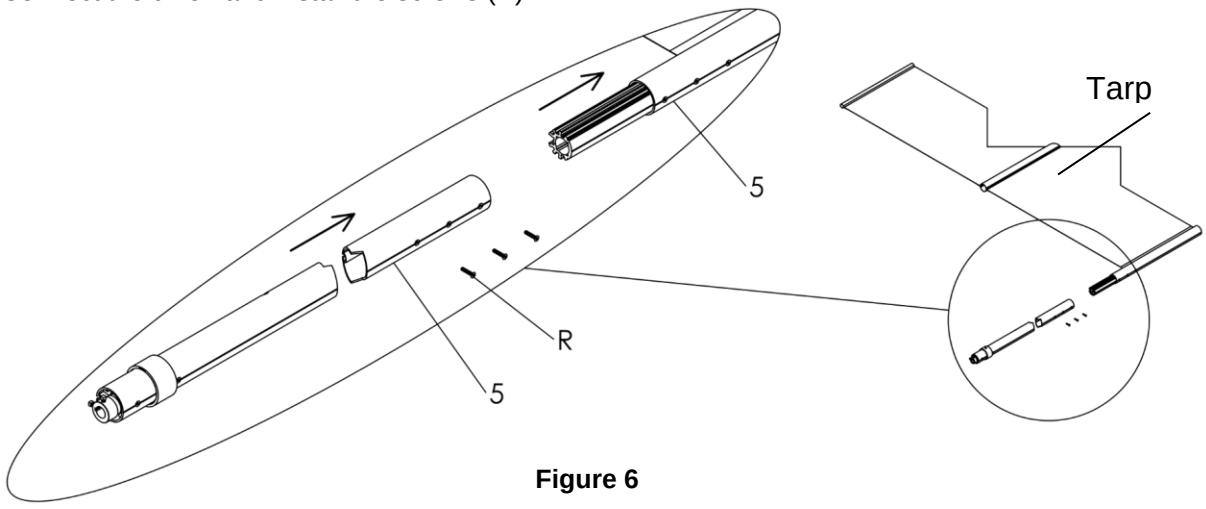

Figure 6
10. **Figure 6.** Engage the rolling pipe on the tarp by sliding in the keeder assembly.
11. Connect the union and install the screws (R).